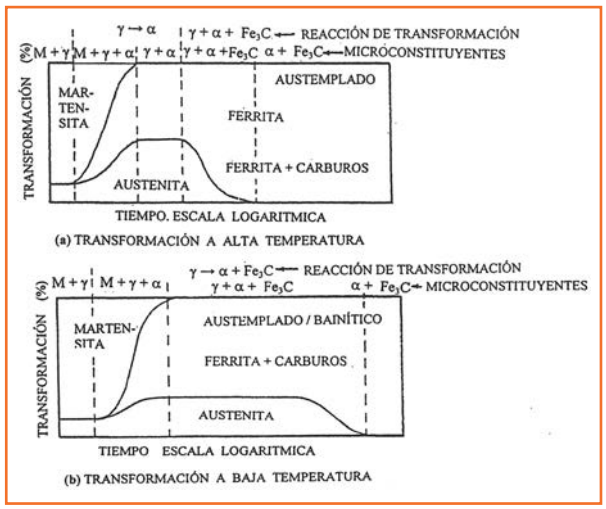

*Figura 9. Esquema de las reacciones [**a** y **b**] que se producen durante el austemplado a alta y baja temperatura.*
La reacción y transformación bainítica de la austenita durante el austemplado o apagado isotérmico del material, reiteramos, puede dividirse en dos etapas claramente diferenciadas: (1) transformación bainítica a alta temperatura; (2) transformación bainítica a más baja temperatura; **figura 9 a** y **b**.